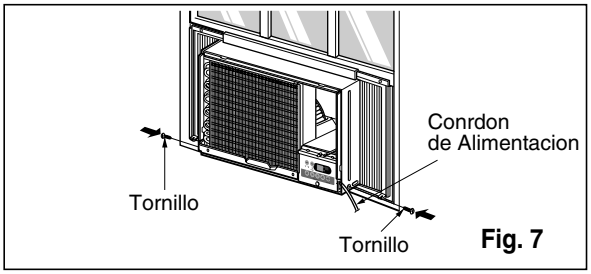

Fig. 7
10. Deslice el chasís dentro del gabinete. (Ver Fig. 7)